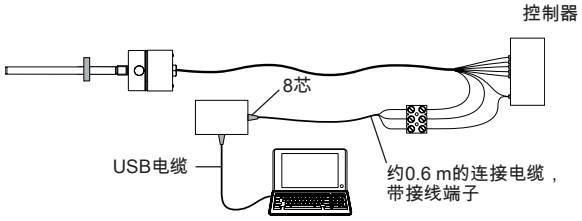

图 6-1: 用电缆连接通信盒
1) 使用USB通信盒 (参见第17页上的图 6-1) 时的建议线芯颜色